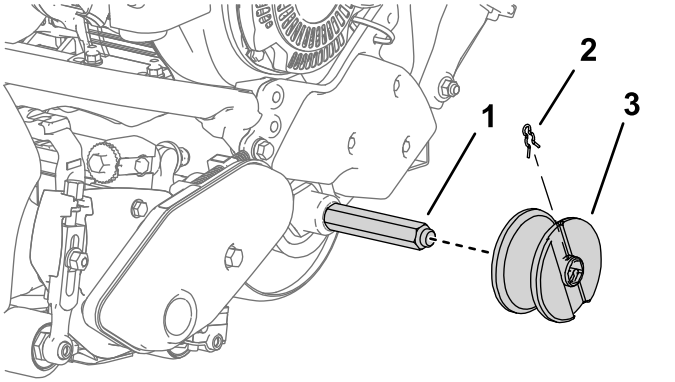

Figur 6
7. Montera ett skenhjul på respektive axel och fäst med en hjulklämma (Figur 6).